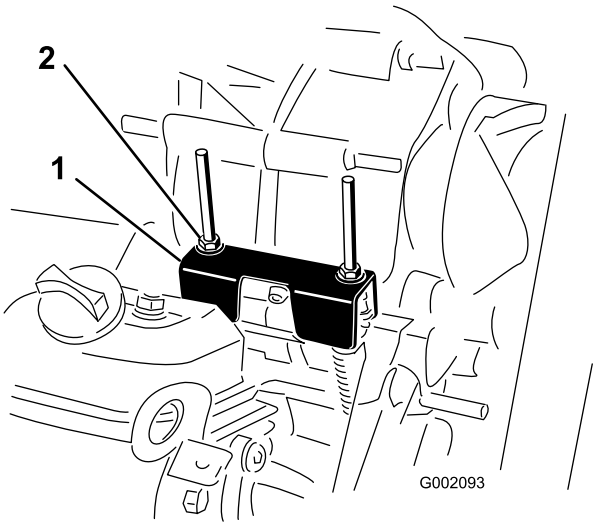

Figura 48
Durante l'esecuzione della manutenzione ordinaria e/o della diagnostica del motore, portate il transaxle in folle (Figura 48). Il veicolo è provvisto della posizione di folle sulla leva del cambio, che comanda la posizione di folle sul transaxle. Per accertarvi che la leva del cambio in folle agisca correttamente sulla posizione di folle del transaxle, osservate i punti sotto indicati.
2. Assicuratevi che la staffa di folle sia in posizione di folle (a livello della staffa di montaggio per cavo che si trova sotto la staffa del cambio) girando la frizione della trasmissione (Figura 48).
3. Ruotate uno dei dadi di bloccaggio (Figura 48) per ottenere una distanza di 0,76–1,52 mm tra la base del dado/della rondella e la staffa di folle.